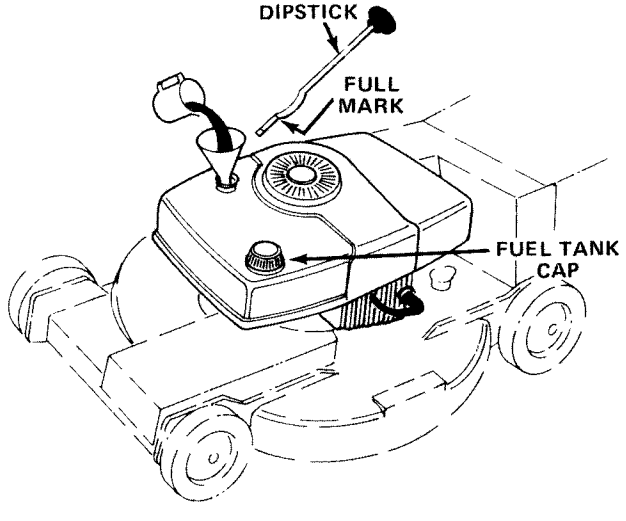

Figure 4
3. Remove dipstick (Fig. 4) by pulling it up.
4. Slowly, pour approximately 21 ounces of oil into filler hole (Fig. 4). The Tecumseh engine uses any high-quality detergent oil having the American Petroleum Institute – API – "service classification" MS, SC, SD, or SE. The recommended oil to use in the GRASSMASTER is **10W-30 or 10W40.**
6. Pull dipstick out and check oil level. If level of oil is low, add enough oil to raise level to FULL mark (Fig. 4) on dipstick. DO NOT OVERFILL.